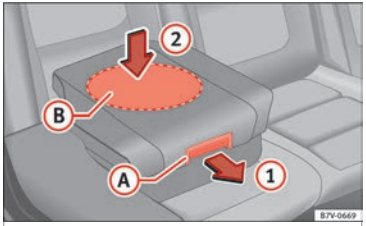

Fig. 98 Integrated child seats. lowering the cushion
- Pull the unlock lever ››› **Fig. 98** (A) on the cushion in the direction of the arrow (1).
- Push the cushion down through the *central* area (B) in the direction of the arrow (2) until it safely engages ››› ❗. The side supports fold away automatically.
When lowering the integrated child seat, only press on the centre of the cushion ››› Fig. 98 (2). Otherwise the cushion could bend and not engage properly.